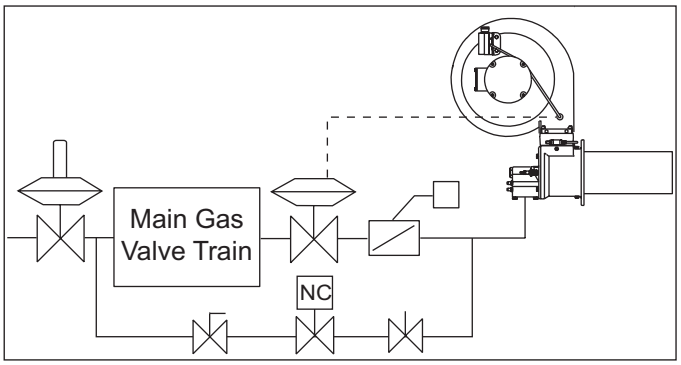

**Figure 3.7 Bypass Gas Pressure Regulator via Main Gas Pressure Regulator**
- Connect to the main gas line downstream of the main gas pressure regulator. (See Figure 3.7)